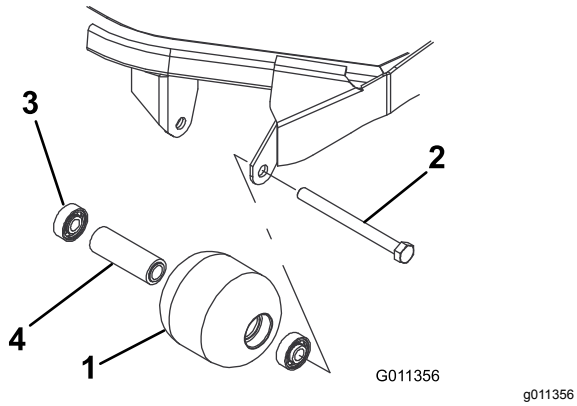

Figur 61
1. Fjern rullens festebolt (Figur 61).
4. Undersøk valsehus, lagre og avstandsstykke for lager for skader (Figur 61). Skift ut eventuelle skadede komponenter og monter dem.
1. Trykk det første lageret inn i valsehuset (Figur 61). Trykk enten på kun ytre kulesete eller både indre og ytre kulesete.
2. Sett inn mellomstykket (Figur 61).
3. Trykk det andre lageret inn i valsehuset (Figur 61) ved å trykke like mye på indre og ytre kulesete til indre kuleseter kommer i kontakt med avstandsstykket.